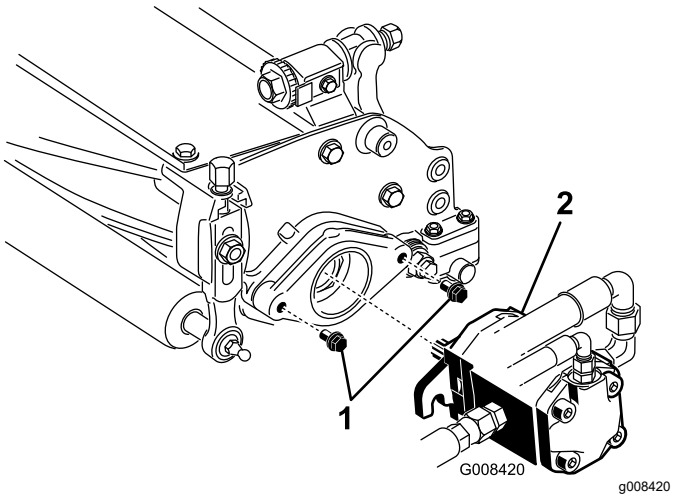

Rysunek 8
7. Upewnij się, że na każdej ze śrub montażowych silnika napędu wrzeciona jest jeszcze około 13 mm wolnego gwintu (Rysunek 8).
8. Posmaruj wielowypust wału silnika świeżym smarem i załóż silnik przekręcając go lekko w prawo, aby kołnierze silnika minęły się z kołkami gwintowanymi. Przekręć silnik w lewo, aby kołnierze objęły kołki gwintowane (Rysunek 8).
9. Dokręć śruby mocujące (Rysunek 8).